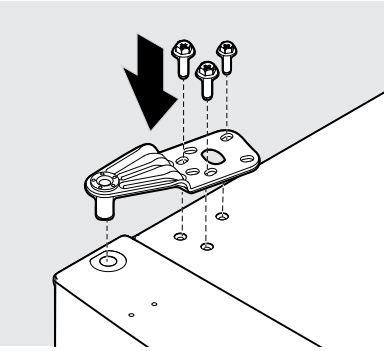

Figure 8
17. À l'aide d'un tournevis Phillips™ ou d'une clé 5/16", fixez la charnière supérieure à l'aide de trois vis 5/16". (voir Figure 8).